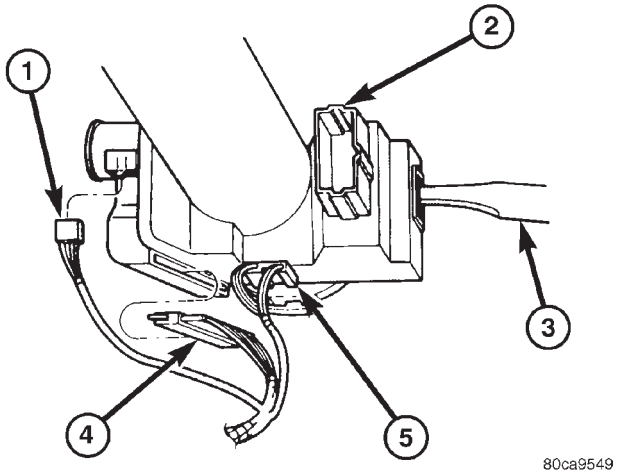

Fig. 12 IGNITION SWITCH AND HALO CONNECTORS
(3) Gently pull the switch away from the column. Disconnect the electrical connector (Fig. 12).
(4) Disconnect the halo lamp wiring connector (Fig. 12).